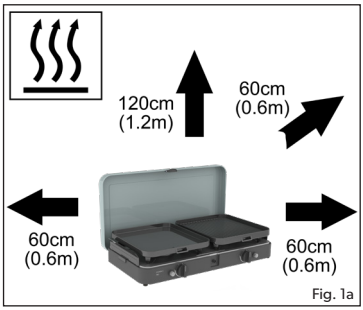

Fig. 1a
- Assicuratevi che il dispositivo sia usato a distanza da materiali infiammabili. Distanze minime di sicurezza: sopra il dispositivo - 1,2 m; dietro e ai lati - 0.6m. (fig. 1a)